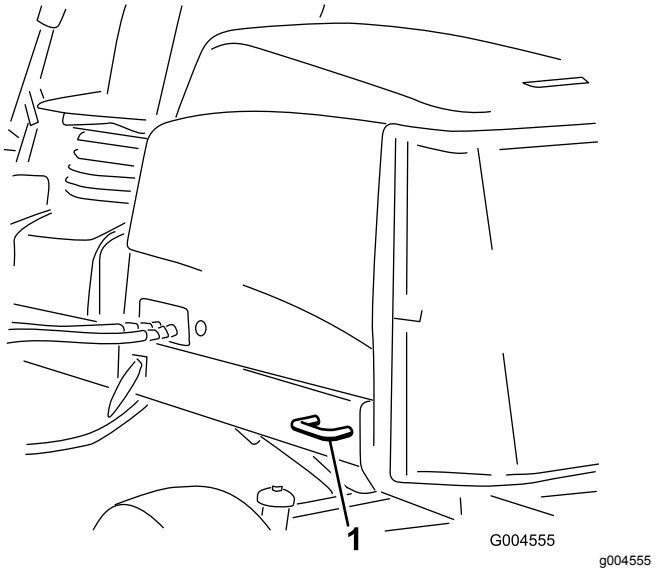

**Figur 44**
- Bak – på båda sidor av maskinen, på den bakre ramen (Figur 44).